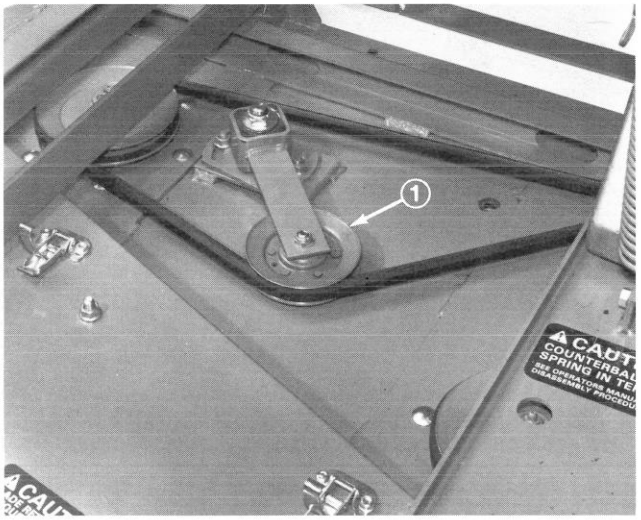

Figure 44
3. Loosen two nuts securing idler plate so tension of the idler pulley against the belt is released (Fig. 44).